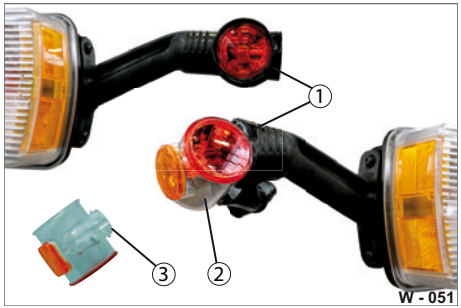
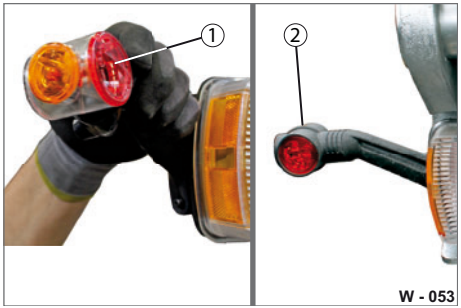

Abb. 51 Gummiarm abziehen
Abb. 53 Gummiarm aufstülpen
- ▶ Sprühen Sie den Gummiarm-Überzug (Abb. 51/1) mit Silikonspray reichlich ein - dies erleichtert das Ab-und Aufstülpen.
- ▶ Ziehen Sie den Gummiarm-Überzug (Abb. 51/1) vom Leuchtkörper (Abb. 51/2) mit Hilfe eines Schlitz-Schraubendrehers ab.
- ▶ Lösen Sie die Verschraubung (Abb. 51/3) und ziehen Sie den Leuchtkörper (Abb. 51/2) ab.
- ▶ Schrauben Sie den Leuchtkörper (Abb. 53/1) mit der Verschraubung (Abb. 51/3) auf.
- ▶ Stülpen Sie den Gummiarm (Abb. 53/2) über den Leuchtkörper.